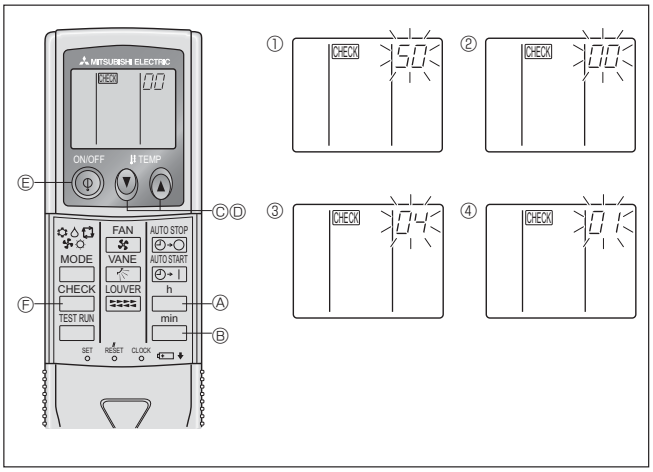

Fig. 6-9
⑧ PDrücken Sie die MODE-Taste Ⓔ, und die Betriebsart- und Einstellnummern (Ⅰ) und (Ⅱ) werden stetig (nicht-blinkend) angezeigt, und die vorgenommenen Einstellungen können überprüft werden.
⑨ Die Tasten FILTER Ⓐ und TEST RUN Ⓑ gleichzeitig drücken und mindestens zwei Sekunden lang gedrückt halten. Das Funktionswahlbild verschwindet kurzzeitig, und die Anzeige Klimaanlage OFF erscheint.
2) Für die drahtlose Fernbedienung (Fig. 6-9)